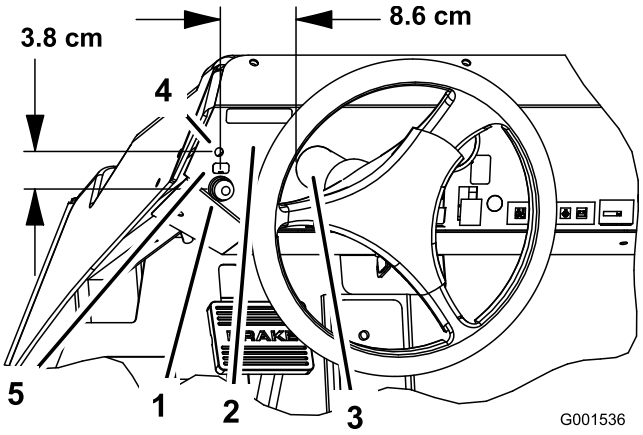

Figur 3
4. För att placera ut hålen för signalhornsknappen mäter du upp 8,6 cm till vänster om styrkolonnens bas och 3,8 cm från mitten av skruvhuvudena på instrumentbrädan (Figur 3).
2. Ta bort den nya dekalens skyddspapper och placera den precis ovanför signalhornsknappen på instrumentbrädan (Figur 3).